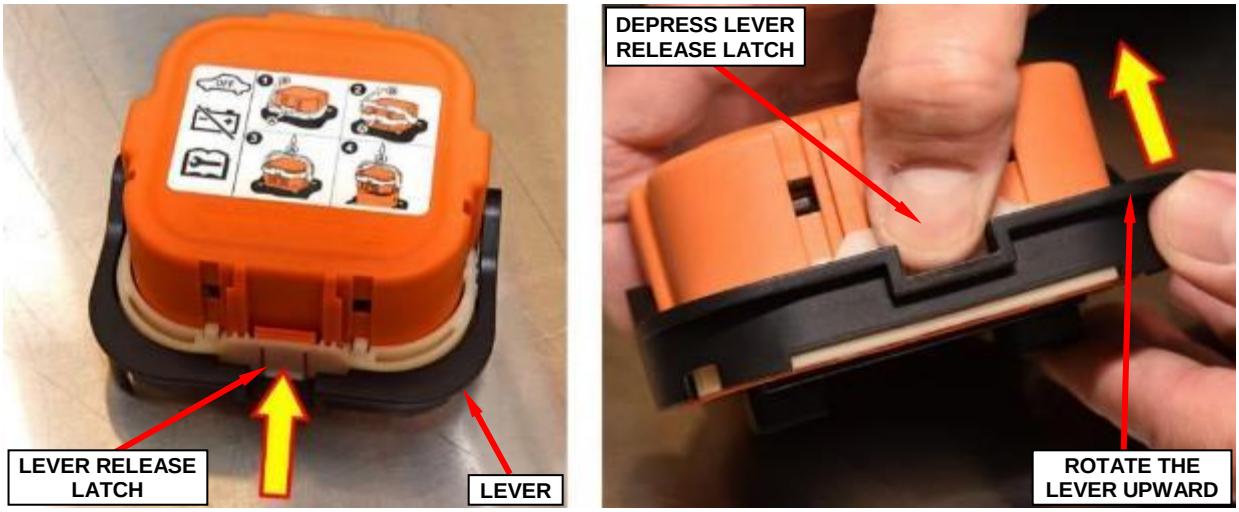

Figure 6 – High-Voltage Manual Service Disconnect First Stage Latch Release
9. Depress the lever release latch firmly. With the latch fully depressed, rotate the lever upward. The lever will stop at the 45° position (Figure 6).